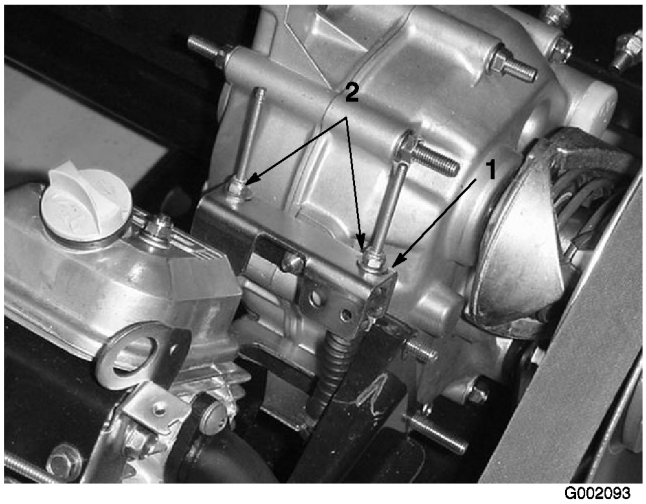

Figur 40
Vid rutinunderhåll och/eller motordiagnostik måste växeln läggas i neutralläge (Figur 40). Fordonet har ett neutralläge på växelväljaren som styr neutralläget i växellådan. Följande åtgärder bör vidtas för att försäkra att neutrallägesspaken driver växellådans neutralläge korrekt:
2. Se till att neutrallägesfästet är i neutralläget (jämnt) genom att vrida drivkopplingen (Figur 40). Fordonet ska inte rulla bakåt eller framåt. Om det gör det flyttar du neutrallägesfästet till neutralläget.
3. Dra åt en av låsmuttrarna (Figur 40) precis tillräckligt för att få bort spelet ur växelkabeln.